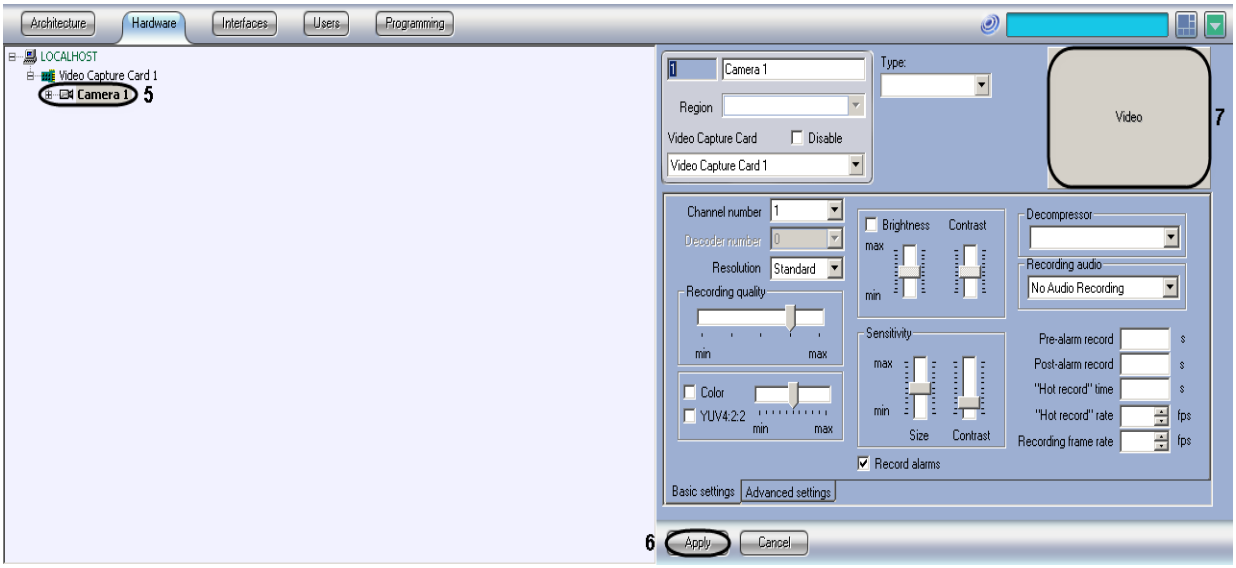

Figure 8.17-7 The “Camera” object
6. Create the “Camera” object on the basis of the “Video Capture Card” object (Figure 8.17-7).
7. Configure the created “Camera” object (Figure 8.17-7, 5).
8. Click the “Apply” button (Figure 8.17-7, 6).
9. Click the “Video” button to check if the video is available (Figure 8.17-7, 7).